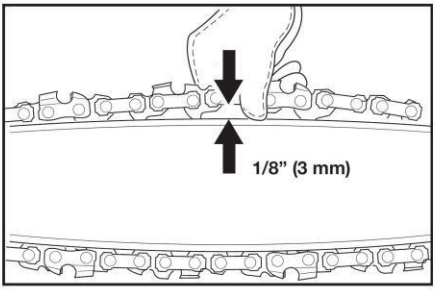

Figura 1
1. Verificați tensiunea lanțului trăgând lanțul din ghidaj. Un lanț strâns corespunzător ar trebui să facă o distanță de aproximativ 1/8 inch (3mm) între el și ghidaj (Figura 1).